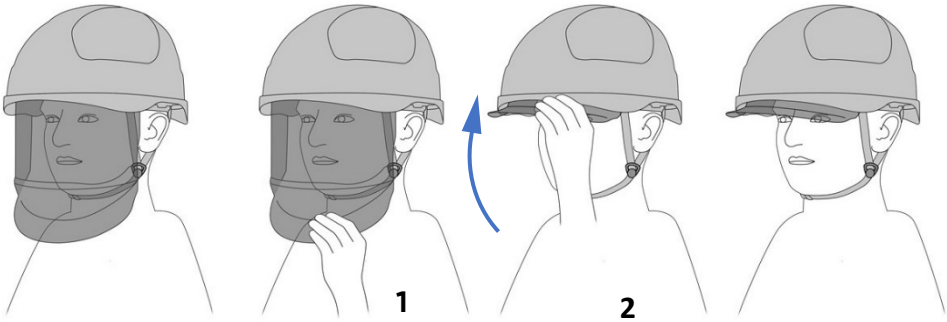

Fig. 7
2. Aby podnieść (zamknąć) osłonę twarzy (Fig. 7), należy najpierw delikatnie uchwycić ją za daszek (1) a następnie wsunąć osłonę twarzy do hełmu, popychając ją do góry (2).